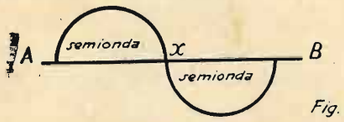
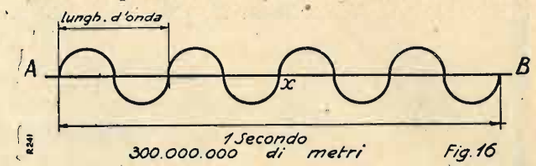

Fig. 15
Fig. 16
Osserviamo adesso le due figure 15 e 16, prendendo la retta AB come unità di tempo di 1 secondo.
Se il tempo occorso all'oscillazione in fig. 15, per spostarsi da A in B compiendo 1 periodo è di 1 secondo, diremo che quell'oscillazione ha la frequenza di 1 periodo o ciclo al secondo; ma se, come in fig. 16, l'oscillazione per spostarsi da A in B e cioè nel medesimo tempo di 1 secondo, compie ben 4 cicli o periodi o onde, diremo che quell'oscillazione ha la frequenza di 4 periodi al secondo. Da ciò risulta:
2) che, come appare lampantemente dal confronto delle due figure 15 e 16, *più grande è la frequenza più piccola è la lunghezza d'onda.*